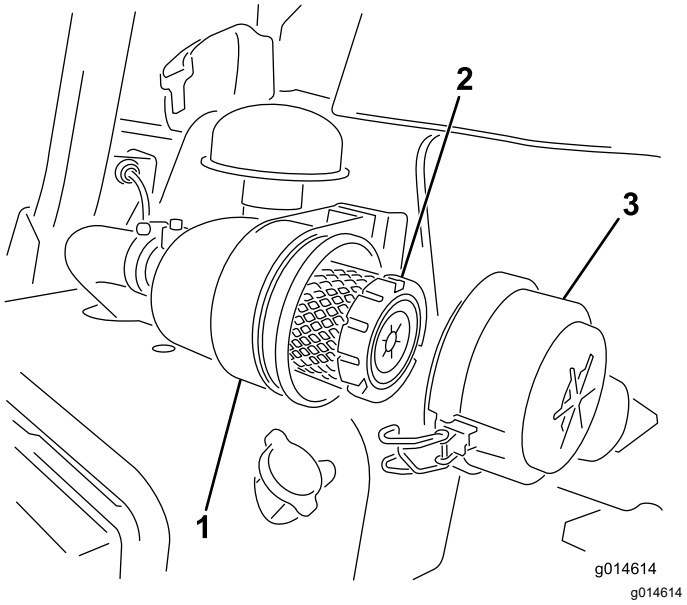

Figura 29
1. Abra los enganches que sujetan la tapa del limpiador de aire a la carcasa del limpiador de aire (Figura 29).
7. Cierre los enganches (Figura 29).